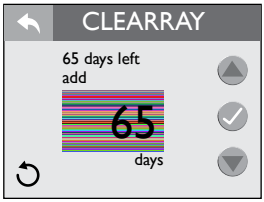

Figure 12.6c
1. From the “Water Care” Menu you can to set the CLEAR**RAY** UV bulb timer, Figure 12.6c.